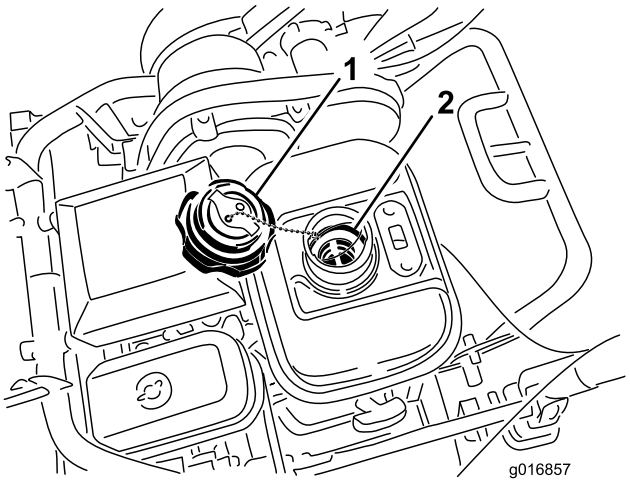

Figur 38
3. Skru brændstofdækslet af brændstoftanken, og afmonter det. (Figur 38).